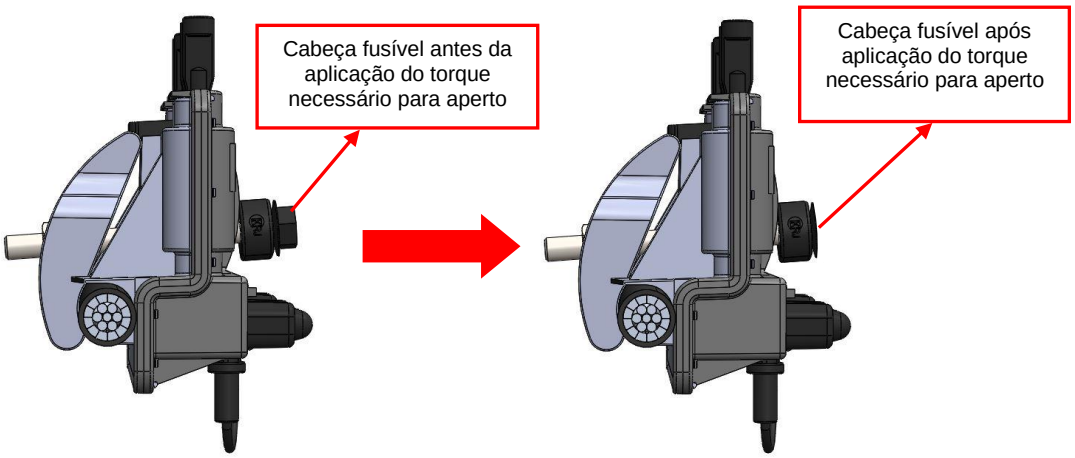

Figura 4
Passo 4: Utilizando uma chave de boca, canhão ou soquete de 13 mm (disponível no ALIKATRO), gire o parafuso de torque, até o rompimento da cabeça fusível de acordo com a Figura 4.